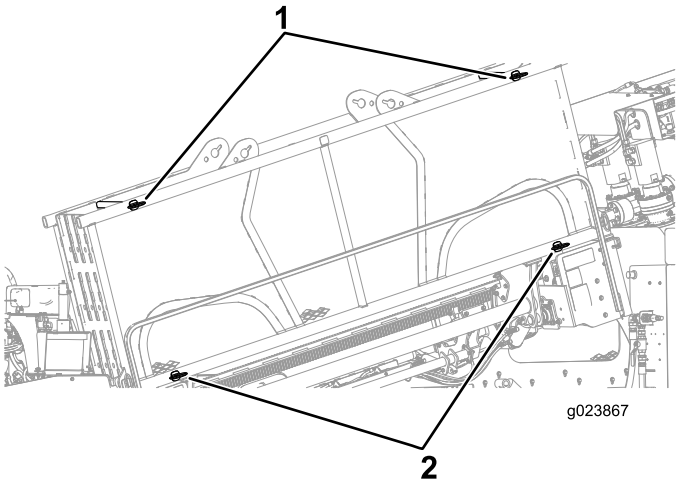

Figure 91
1. Vérifiez que les 2 goupilles supérieures et les 2 goupilles inférieures sont en place pour fixer la tige dans le porte-tiges (Figure 91).